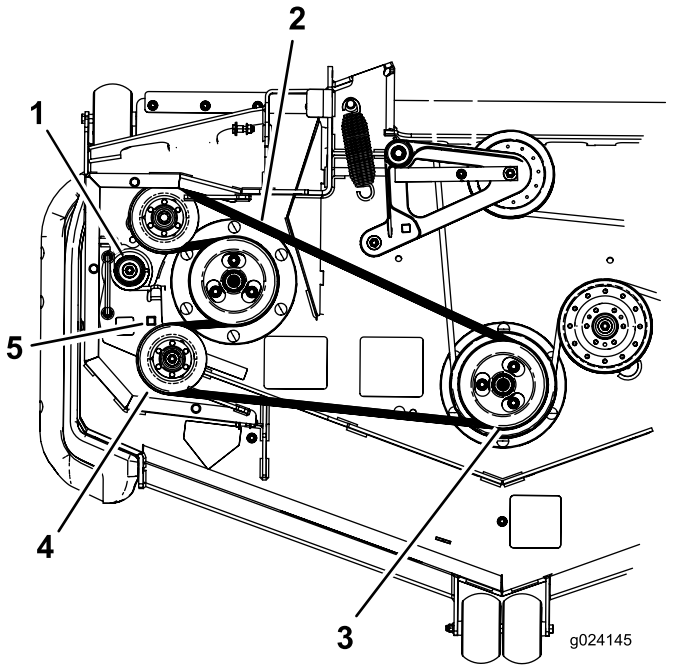

Figur 69
7. Brug en skralde i det firkantede hul i styrearmen for at fjerne spændingen på styrefjederen (Figur 69).